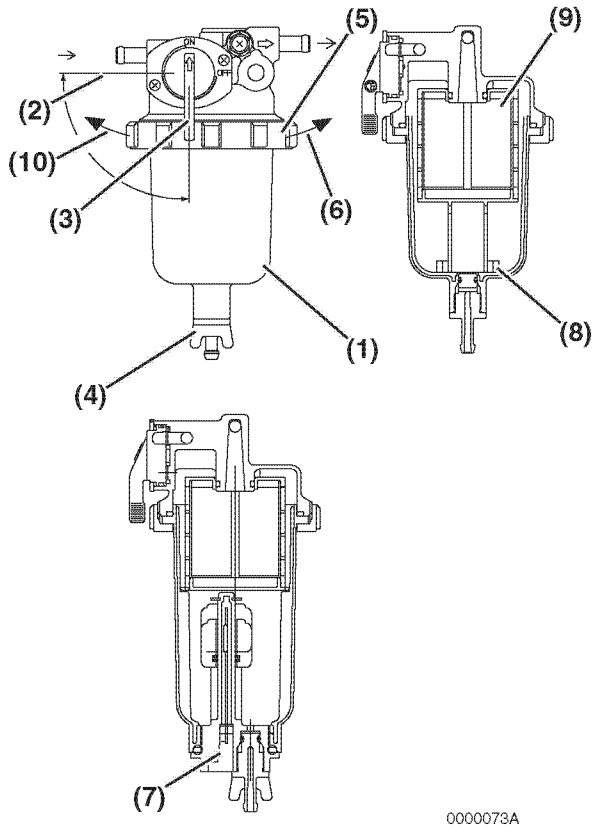

***Figure 18***
1. Position an approved container under the cup **(Figure 18, (1))** of the fuel filter / water separator to collect the contaminants.
2. Close **(Figure 18, (2))** the fuel cock **(Figure 18, (3))**.
3. Loosen the drain cock **(Figure 18, (4))** and drain the contaminants. *See Drain Fuel Filter / Separator on page 94.*
4. Turn the retaining ring **(Figure 18, (5))** to the left **(Figure 18, (10))** and remove the cup **(Figure 18, (1))**. If equipped, disconnect the sensor wire **(Figure 18, (7))** from the cup before removing the cup.
6. Remove the float ring **(Figure 18, (8))** from the cup. Pour the contaminants into the container and dispose of it properly.
7. Clean the element **(Figure 18, (9))** and inside cup. Replace the element if it is damaged.
11. Install the cup to the bracket by tightening the retaining ring to the right **(Figure 18, (6))** to 11-15 ft-lb (15-20 N·m, 1.5-2.0 kfg/m).
13. Open the fuel cock **(Figure 18, (3))**.